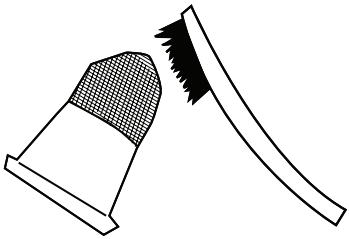

*Figure 16: Clean spark arrestor*
2. If the spark arrestor screen shows signs of wear (rips, tears or large openings in the screen), replace the spark arrestor screen. If screen is not torn then clean using a wire brush,commercial solvent, or compressed air. Remove any dirt and debris that may have collected on the spark arrestor screen (see Figure 16).